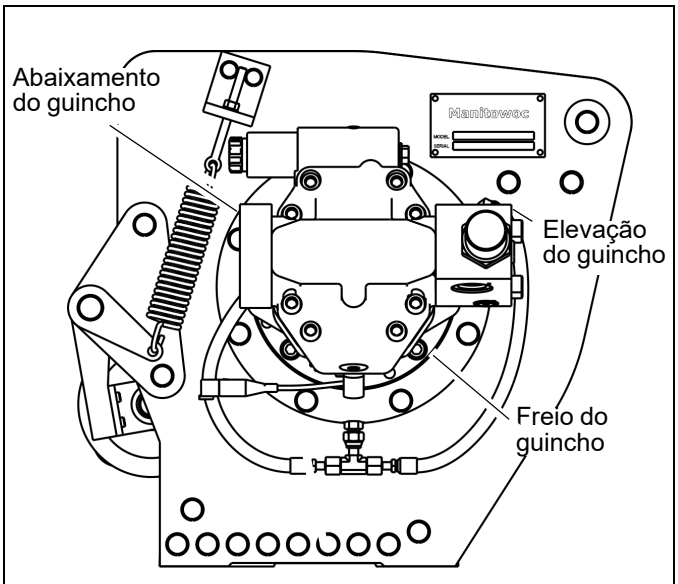

FIGURA 2-21
- Método Nº 1: Mantenha as mangueiras principais de elevação/abaixamento do guincho conectadas ao motor e tampe a linha principal do freio do guincho no moitão de abaixamento do guincho com uma tampa JIC Nº 4. Usando este método, ative a função de abaixamento do guincho para desenvolver a pressão máxima (Figura 2-21).
- Método Nº 2: Desconecte e tampe as mangueiras principais de elevação/abaixamento do guincho. Consulte a Figura 2-21. Usando este método, ative a função de elevação ou descida do guincho para desenvolver a pressão máxima.
Método Nº 1: Mantenha as mangueiras principais de elevação/abaixamento do guincho conectadas ao motor e tampe a linha principal do freio do guincho no moitão de abaixamento do guincho com uma tampa JIC Nº 4 (Figura 2-21). Usando este método, ative a função de abaixamento do guincho para desenvolver a pressão máxima.
Método Nº 2: Desconecte e tampe as mangueiras principais de elevação/abaixamento do guincho (Figura 2-21). Usando este método, ative a função de elevação ou descida do guincho para desenvolver a pressão máxima.
Método Nº 1: Mantenha as mangueiras principais de elevação/abaixamento do guincho conectadas ao motor e tampe a linha principal do freio do guincho no moitão de abaixamento do guincho com uma tampa JIC Nº 4. Consulte a Figura 2-21. Usando este método, ative a função de abaixamento do guincho para desenvolver pressão.